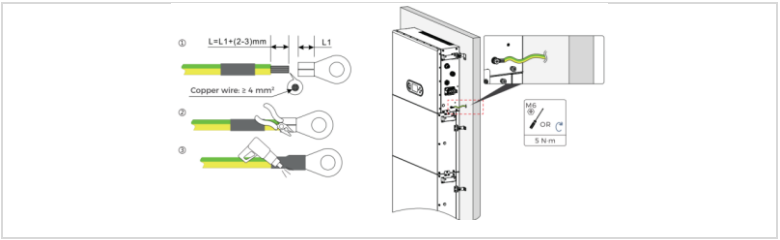

Figure 5-9: Connecting PE cable (a)
▶ As shown in Figure 5-9, the length of L2 needs to be 2–3 mm longer than L1.